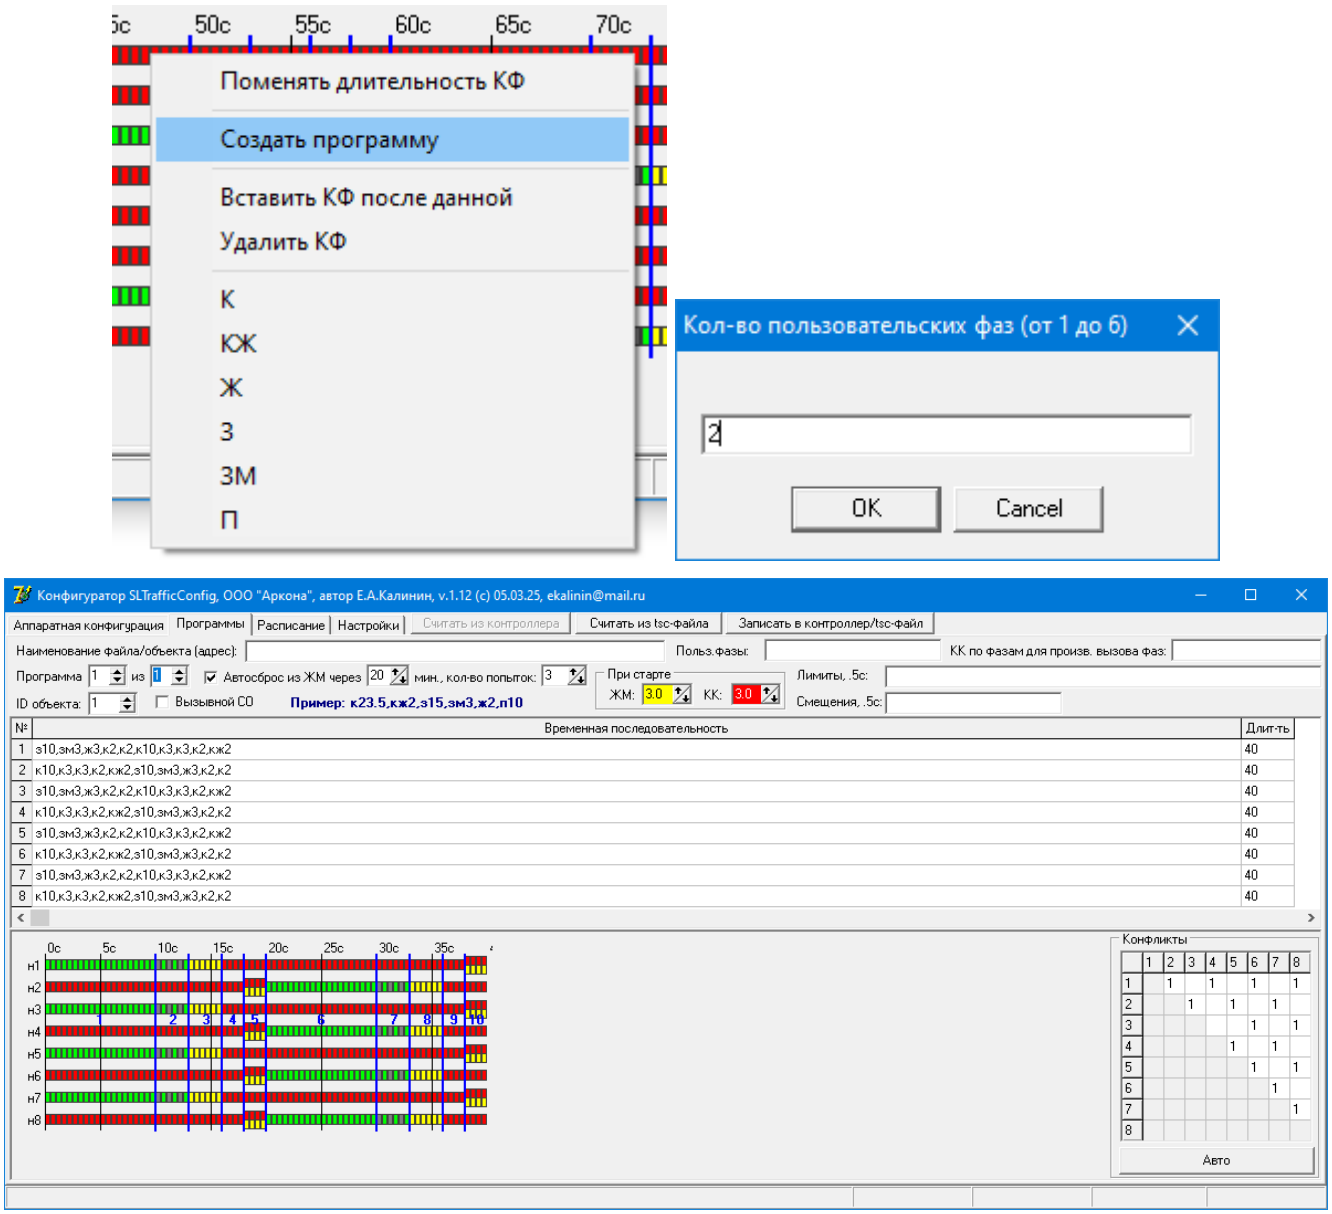

Рис.4
Если кол-во фаз автоматически созданной программы (в данном случае 4) не соответствует исходной циклограмме (2 по Рис.1), то через контекстное меню на циклограмме следует выбрать пункт «Создать программу» и ввести требуемое кол-во пользовательских фаз (2), при этом программа переформируется, как на Рис.4.
Состояние КФ данного направления меняется через пункты контекстного меню «К», «КЖ», «Ж», «З», «ЗМ», «П» (Рис.4).
При необходимости через соответствующие пункты контекстного меню (Рис.4) можно добавить или удалить КФ.